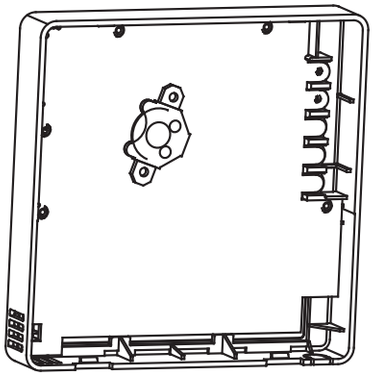

Fig. 2 —Battery Installation
a. Put the battery in the installation site. Ensure the positive side of the battery is in accordance with the positive side of installation site (see Fig. 2).